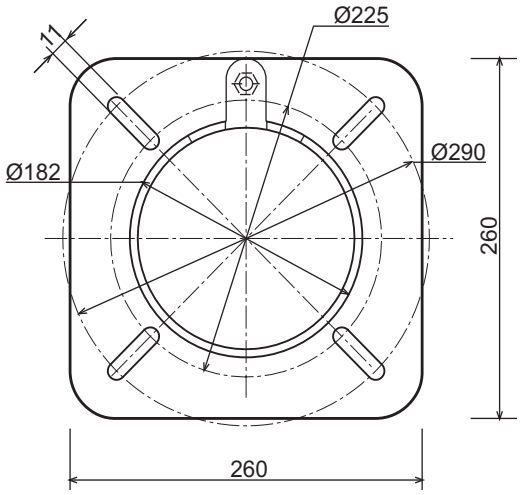

fig. 2a
1) Percer la plaque de fermeture de la chambre de combustion en respectant les cotes fig. 2a.